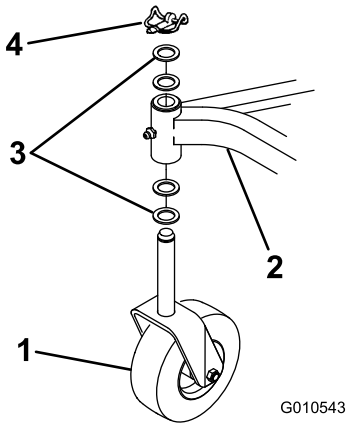

Figur 5
2. Ta bort hjulsprinten och de två tryckbrickorna som medföljer varje svänghjulsenhet. Lämna kvar två tryckbrickor på varje axel, sätt i axlarna i ramens monteringsrör, och montera tryckbrickorna och hjulsprinten (Figur 5).